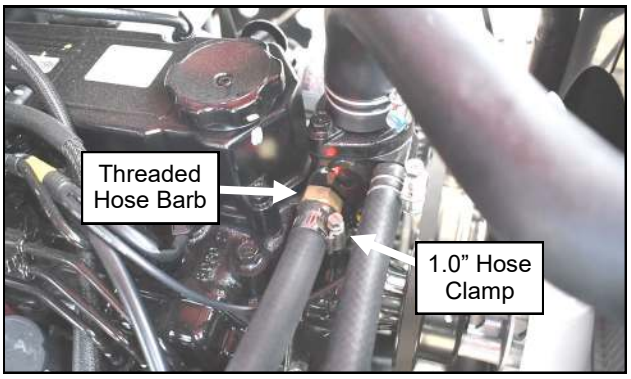

Figure 20.6 (Install Threaded Hose Barb Nipple)
20.6 Remove the plug from the bottom of the thermostat housing, transfer the sealing washer to the provided hose barb nipple, and install and tighten onto the engine. See Figure 20.6.
20.7 Run the remaining leg of hose around the outside of the coolant overflow tank, between the tank and the air intake tube, and over to the hose barb. Cut the hose to length at the hose barb, and install it with a hose clamp. See Figure 20.6.